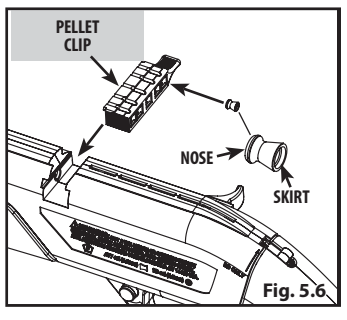

Fig. 5.6
4. Locate the pellet clip (Fig. 5.6)
6. Place a pellet (nose first), in each of the five pellet chambers (Fig. 5.6) of the pellet clip